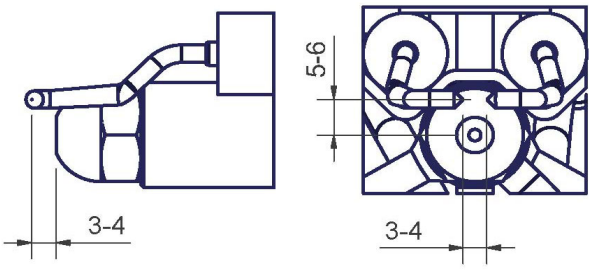

Рис. 36
- Проверить запальные электроды, почистить, отрегулировать и, при необходимости, заменитеь(см. Рис. 36).